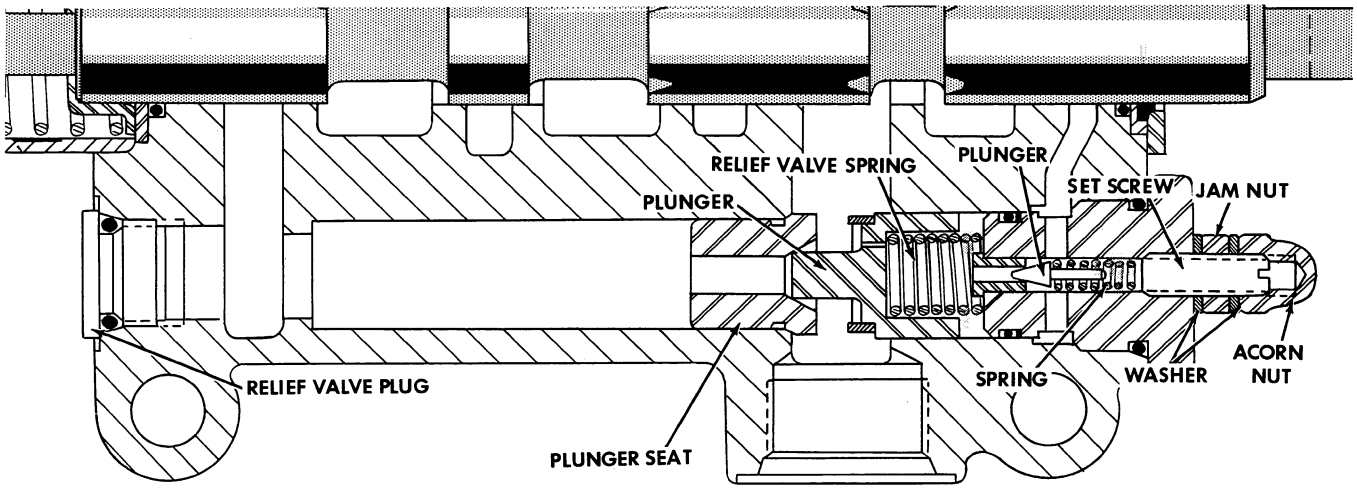

Figure DD-18
1. Remove the relief valve cap assembly from the control valve body, Figure DD-18.
2. To disassemble the relief valve cap assembly remove the acorn nut, washer, jam nut and washer. Then unscrew the set screw and remove the spring and plunger, Figure DD-18 and DD-19.
3. Remove the relief valve spring and plunger from inside the valve body, Figure DD-18 and DD-19.
4. Remove the plug from the opposite end of the relief valve and using a wooden dowel tap out the plunger seat, Figure DD-18 and DD-19.